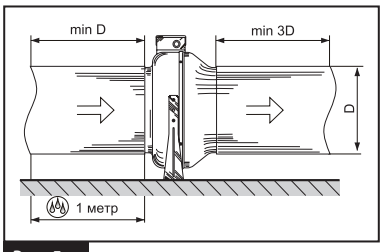

Рис. 5
2. В любом положении: с обеих сторон вентилятора подключите воздуховод минимальной длиной, согласно рис.5.